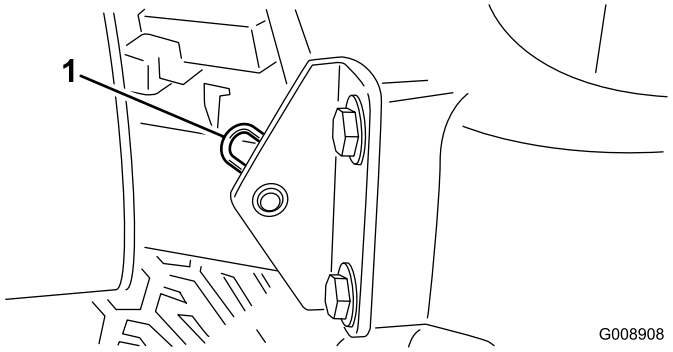

Figuur 49
2. Verwijder de borgpen waarmee het draaipunt van de motorkap aan de montagebeugels is bevestigd (Figuur 49).